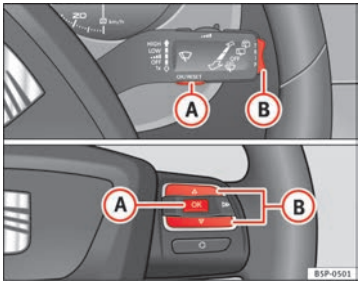

Fig. 41 Rocker buttons A and B. Steering wheel controls.
You can switch between the following displays in the multifunction display (MFI) by operating rocker switch ⇒ fig. 41 (B) on the windscreen wiper lever. ▶